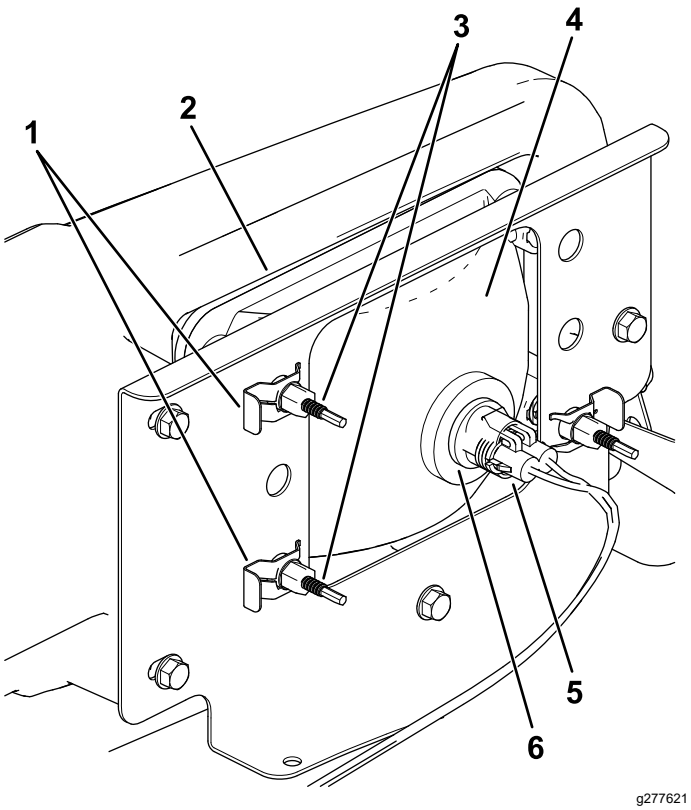

Figur 41
3. Koppla loss kablagets elektriska anslutning från lampenhetens kontakt (Figur 41).
4. Ta bort snabbklämmorna som fäster strålkastaren vid strålkastarfästet (Figur 41).
5. Demontera strålkastarenheten genom att flytta den framåt genom öppningen i den främre stötdämparen (Figur 41).
6. För in den nya strålkastaren genom öppningen i stötdämparen (Figur 41).
8. Anslut kablagets elektriska anslutning till lampenhetens kontakt (Figur 41).
5. Vrid justerskruvarna (Figur 41) på baksidan av strålkastarenheten för att vrida enheten och rikta in ljuskäglan.